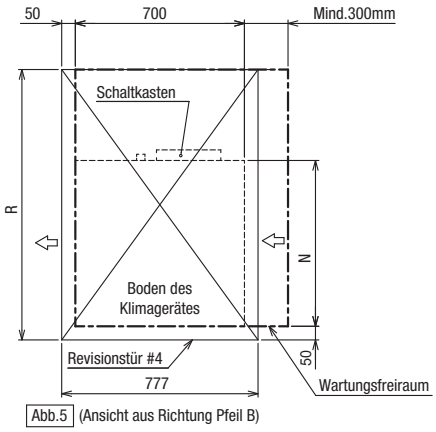

Abb.5 (Ansicht aus Richtung Pfeil B)
3. oder sehen Sie eine große Revisionsöffnung #4 unter dem Schaltkasten und dem Kanalgerät (Abb. 5) vor.